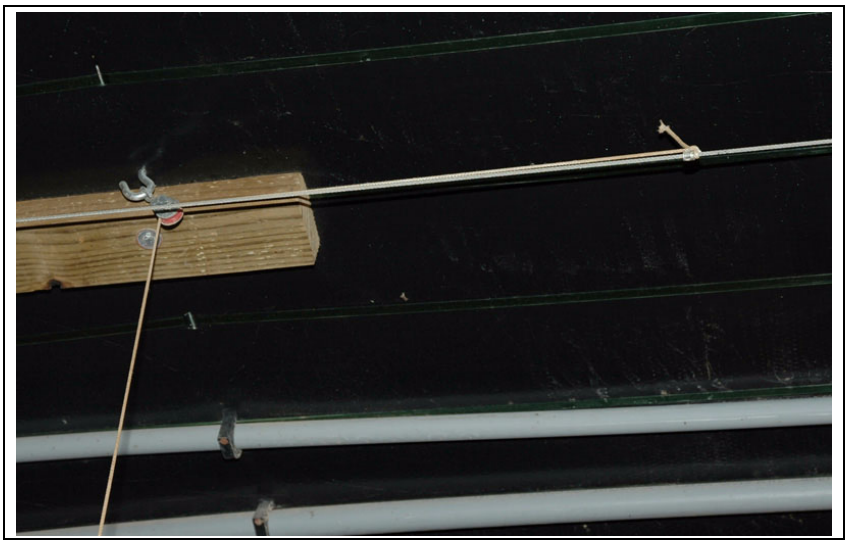

Рисунок 5B *Открытая муфта Stakon*
3. Определите количество подвесных шнуров, которые необходимо прикрепить к тросу. Подвесные шнуры следует размещать через каждые 8', чтобы обеспечить надежное крепление водопроводной магистрали. Установите на трос соответствующее количество кабельных муфт Stakon, но пока не обжимайте их. (Пропустите этот шаг, если используются открытые муфты Stakon (CW-2004).) *(см. рисунок 5B.)*